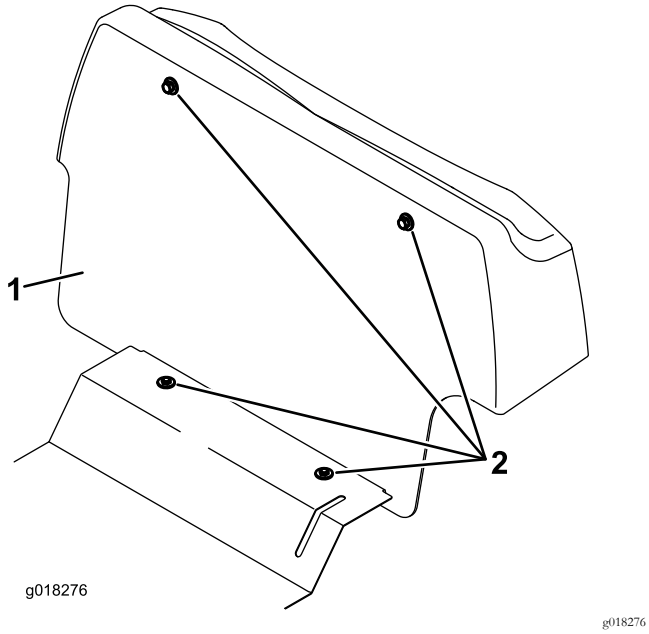

Figura 1
3. Retire el tabique situado detrás del asiento del operador desenroscando los 4 pernos (Figura 1).